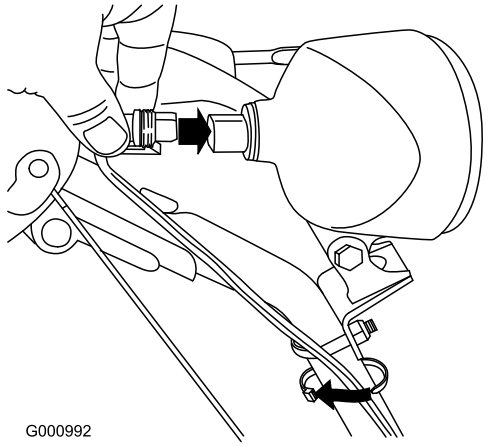

Figur 12
1. Skjut in kabelkontakten på kabelns lösa ände rakt in i strålkastaren på baksidan tills kabeln sitter fast ordentligt (Figur 12).
Obs: Se till så att kabelkontaktens plastklämma är längst ned (Figur 12).
2. Fäst ett kabelband (från påsen med lösa delar) runt kabeln och handtaget cirka 2,5 cm under U-bulten (Figur 12).